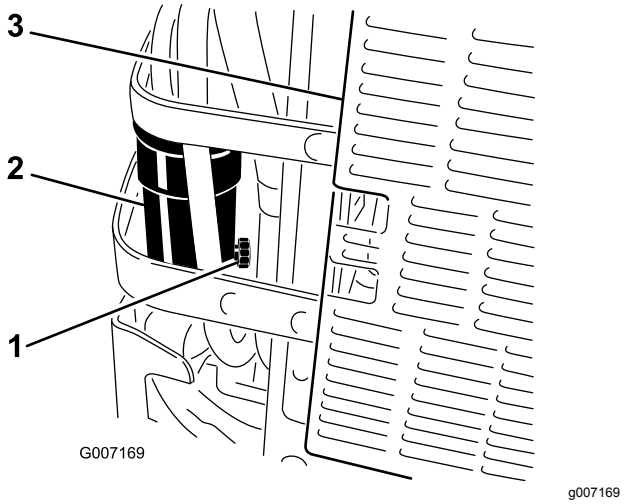

Figur 53
6. Åbn aftapningsventilen på vandudskilleren ved at dreje den omtrent en omgang, så vand og snavs kan aftappes (Figur 53).
7. Luk aftapningsventilen, når der kun kommer dieselbrændstof ud (Figur 53).